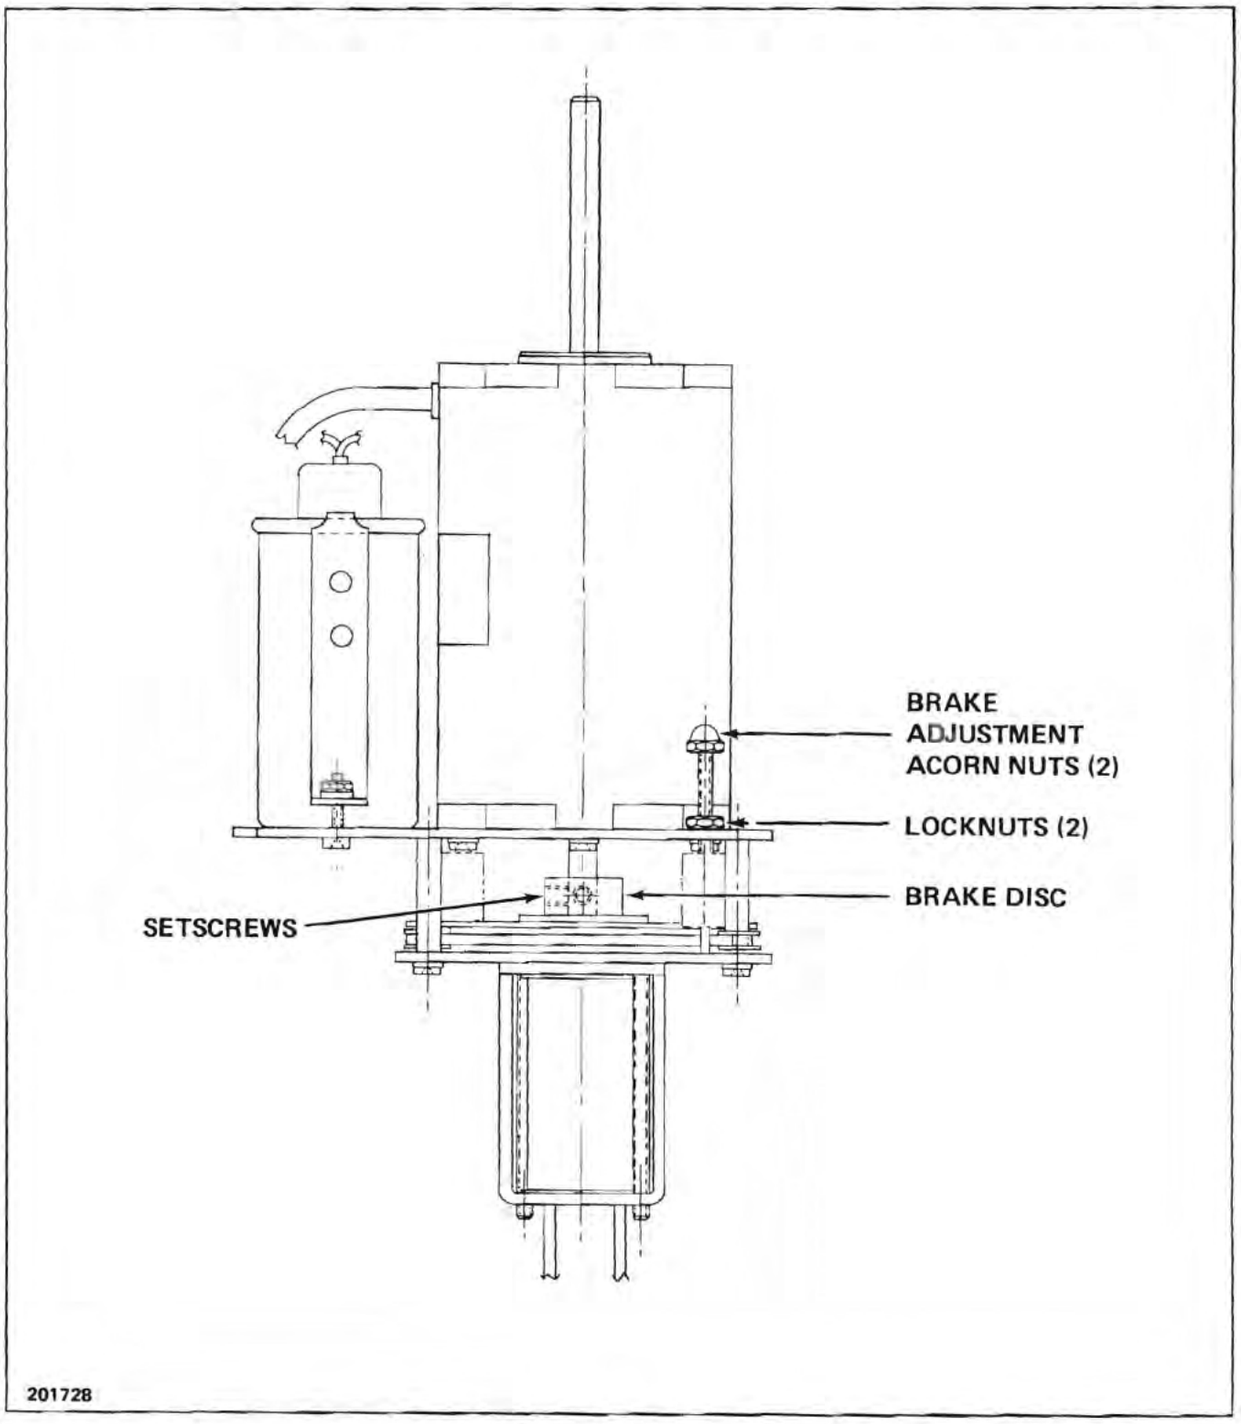
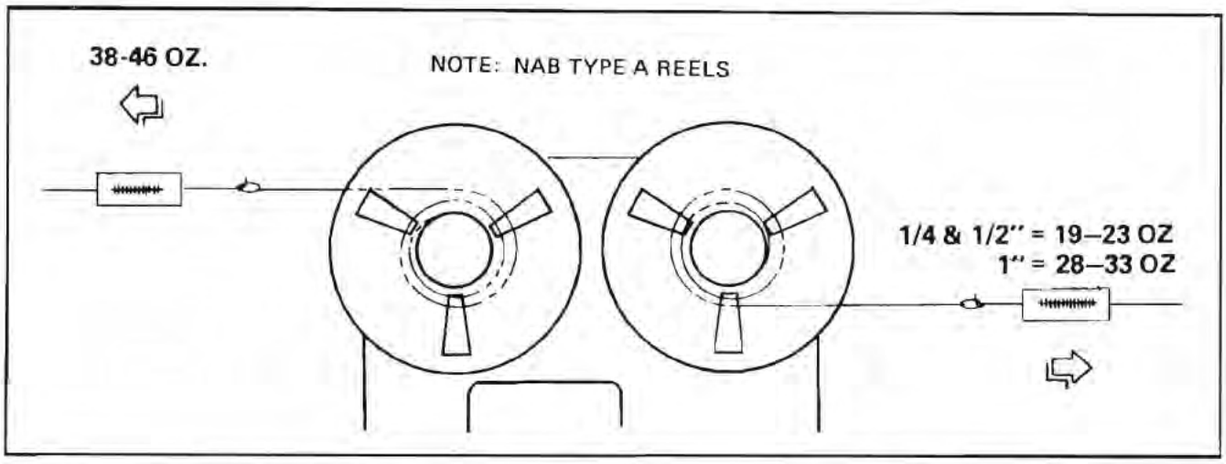

Figure 7-1. Brake Adjustments
Figure 7-2. Suggested Method of Adjusting Brake Torque
B. Adjust the brake spring tension equally on the supply torque motor assembly by loosening the lock nuts (see Figure 7-1) and turning both brake adjustment acorn nuts equal amounts, so that the friction holdback torque is as shown shown in Figure 7-2.
C. Repeat steps A and B for the take-up torque motor so that the friction is as shown in Figure 7-2. Measurements should be taken at a constant rotational speed just above breakaway condition. Torque can be measured using a suitable spring scale to give the reading noted on breakaway. The brakes should be exercised and the torque checked in the direction shown.